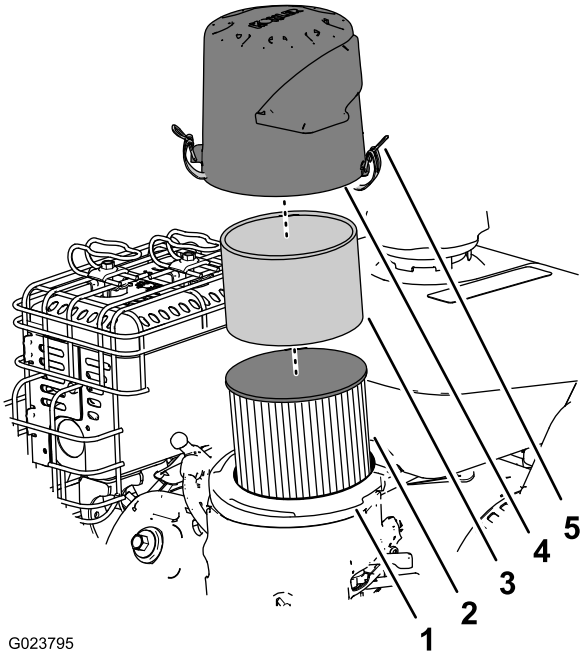

Bild 22
2. Entfernen Sie die Abdeckung und reinigen Sie sie gründlich (Bild 22).
3. Entfernen Sie den Schaumvorfilter, waschen Sie ihn in milder Seifenlauge und tupfen Sie ihn dann trocken (Bild 22).
4. Nehmen Sie den Papierluftfilter ab, prüfen Sie ihn (Bild 22) und werfen Sie ihn weg, wenn er zu stark verschmutzt ist.
6. Legen Sie den Schaumvorfilter auf den Papierfilter (Bild 22).
7. Befestigen Sie den Luftfilter am Luftfilterunterteil (Bild 22).